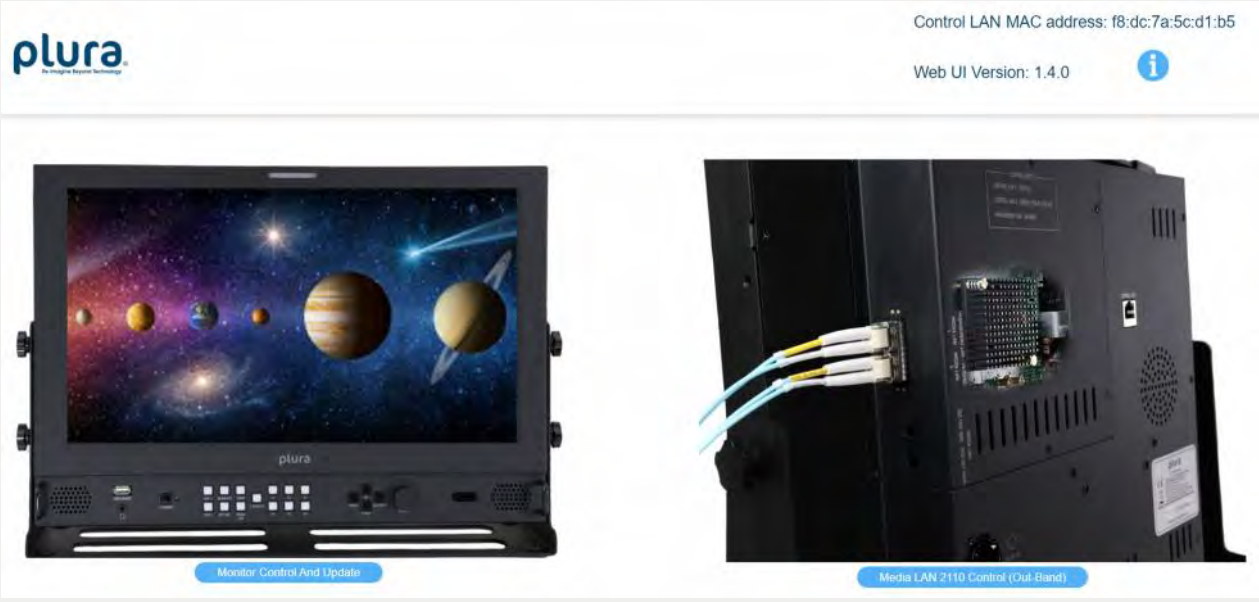

Figure 6. Plura Control LAN UI
- On your computer, open your web browser and go to the IP address of the monitor (eg. 192.168.0.125 from Figure 5 above). You should see a landing page similar to that shown in Figure 6 below.